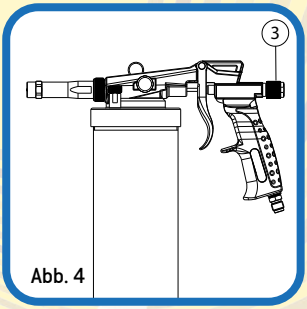

Abb. 4
Einstellen der Produktmenge (Abb. 4)
Um ein Verstopfen der Pistole zu vermeiden muss bei wasserbasiertem Unterbodenschutz das Bypassventil (12) zur Mengenregulierung verwendet werden. Die Mangenregulierung (Abb. 4 Nr. 3) komplett aufdrehen, um dadurch einen maximalen Materialfluss zu ermöglichen. Diese Einstellung belassen, um feine und grobe Oberflächen zu erzielen.
- Einstellung für feine Oberflächen: Drehen Sie das Bypassventil (12) so weit gegen den Uhrzeigersinn auf bis ca. 4 Gewindegänge zu sehen sind. Durch den nun verringerten Druck wird der Materialfluss gemindert. Falls kein Sprühen erfolgt, schließen Sie schrittweise das Bypassventil (12) im Uhrzeigersinn (nie ganz schließen), dadurch wird der Druck im Becher und folglich auch der Materialfluss erhöht. Danach kann man mit Hilfe der Luftregulierung (2) die Zerstäubung wie gewünscht einstellen.